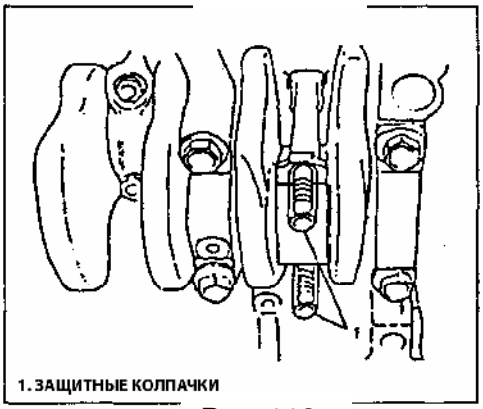

Рис. 118
6) Установите защитные колпачки на резьбу шатунов для предотвращения повреждений вкладышей и резьбы шпилек шатунов при снятии шатуна (Рис. 118).